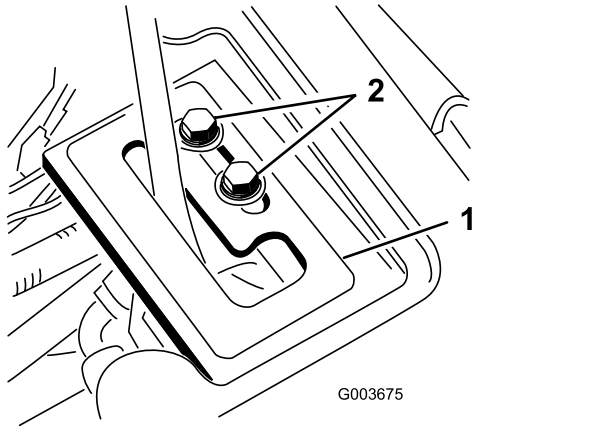

Figura 25
1. Inserte la placa de guía de la palanca por encima de la palanca de elevación y sujétela provisionalmente al bastidor con 2 tornillos con arandela prensada y arandelas (Figura 25).
7. Con el motor en marcha y la palanca de elevación en la posición **Flotar**, desplace la placa de guía de la palanca hasta que el cilindro de elevación pueda ser extendido y retraído con la mano (Figura 25).
8. Apriete ambos tornillos de montaje de la placa de guía de la palanca de elevación para afianzar el ajuste (Figura 25).